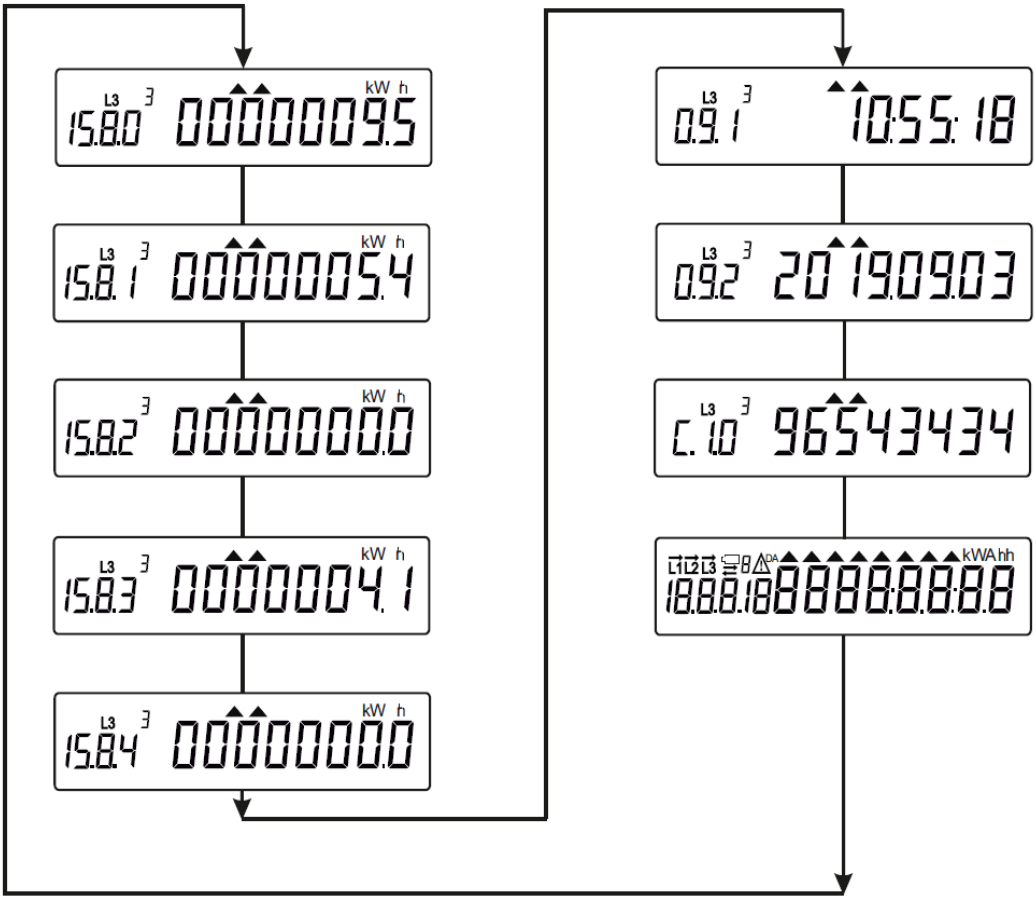

Рисунок 3.2 – Структура вывода информации на дисплей счетчика в автоматическом режиме
3.8.2 Во время нормальной работы, прибор отображает последовательные данные, запрограммированные в качестве автоматического списка (рисунок 3.2).
3.9.4 При автоматическом выводе выбранные параметры последовательно, в течение ~7 с, отображаются на дисплее счетчика (рисунок 3.2).